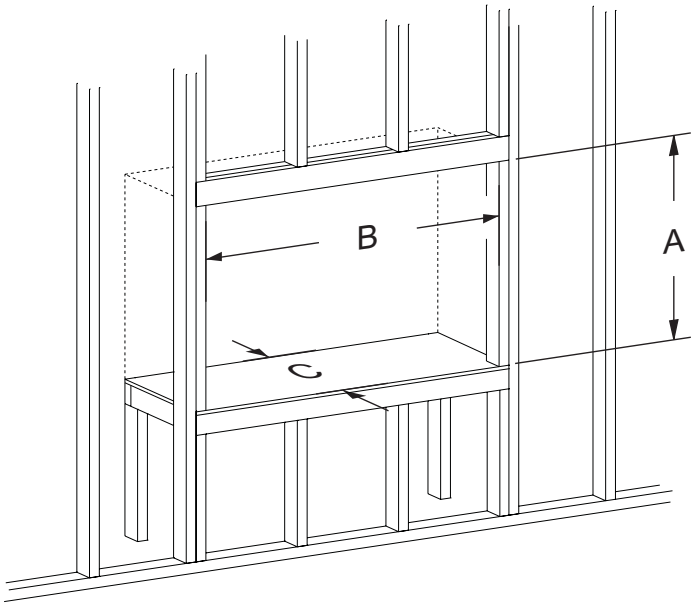

Figure 20 - Rough Opening for Elevated Installation
- Use **Figure 20** for an elevated installation. Provide support to the bottom of the fireplace.